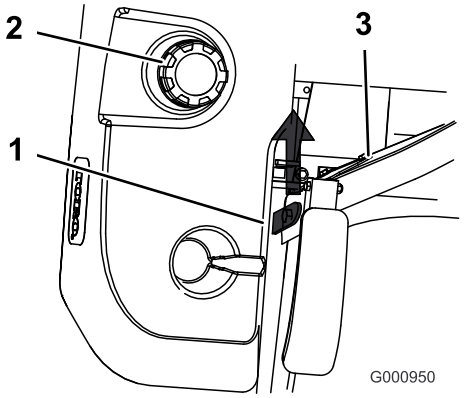

Figur 30
3. Hev setet. Dette vil muliggjøre tilgang til maskinen under setet (Figur 30).